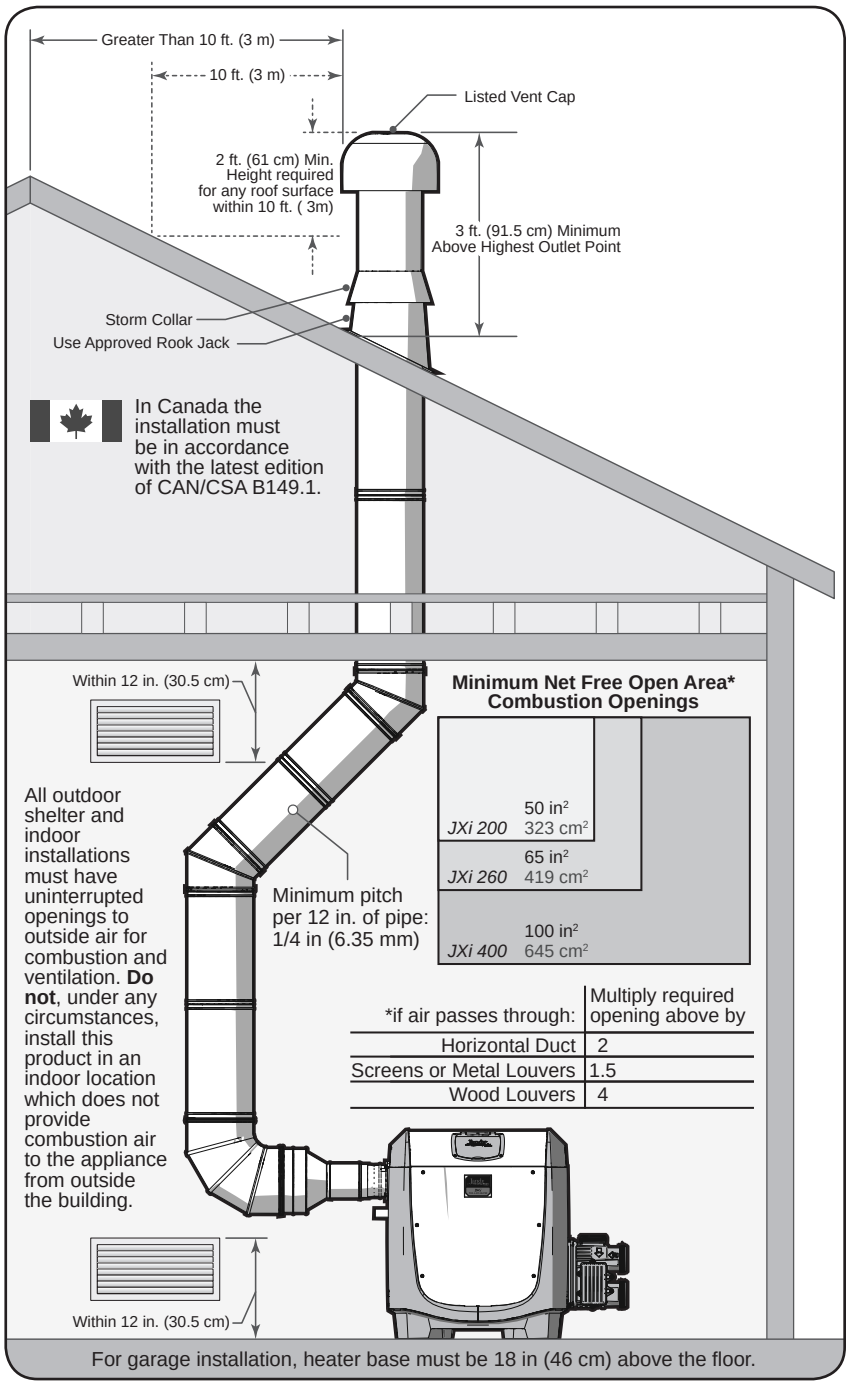

Figure 4. Indoor and Outdoor Shelter Installation
When combustion air is supplied directly through an outside wall, each opening should have a minimum free area of 1 square inch per 4,000 BTU/h (1.2 kW) input of the total input rating of all appliances in the enclosed area. If combustion air must pass through horizontal ducts, each opening should have a minimum free area of 1 square inch per 2,000 BTU/h (1.2 kW) input of the total input rating of all appliances in the enclosed area. Details can be found in *Figure 4*.
The "Minimum Net Free Open Area" information from *Figure 4* is not applicable in installations where exhaust fans or blowers of any type are used. Any equipment which exhausts air from the room where the heater is installed can deplete the combustion air supply or reverse the natural draft action of the venting system. This could cause flue products to accumulate in the room. Additional air must be supplied to compensate for such exhaust. Consult a professional engineer to ensure that installations where exhaust fans or blowers are used are designed and installed in accordance with all applicable local and national installation codes.
- Horizontal runs must be sloped upwards away from the heater to a vent terminal at a minimum of 1/4" per horizontal foot (2 cm/m). See *Figure 4*.
Category I: Appliance must be vented vertically and terminate at the roof. Vent must terminate at least 2 feet (610 mm) above any objects within 10 feet (3.05 m). Termination must pass through a properly installed and approved roof jack, a properly sized storm collar and an listed vent cap. See *Figure 4*.